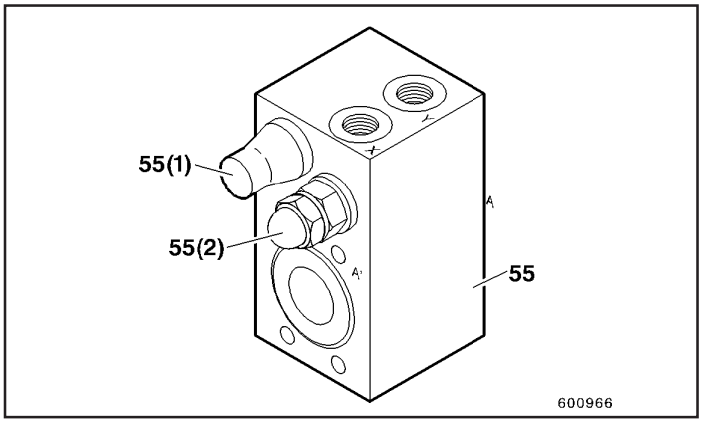

Fig.4
- O valor nominal para a válvula secundária (55(1), Fig. 4) é 400 bar.